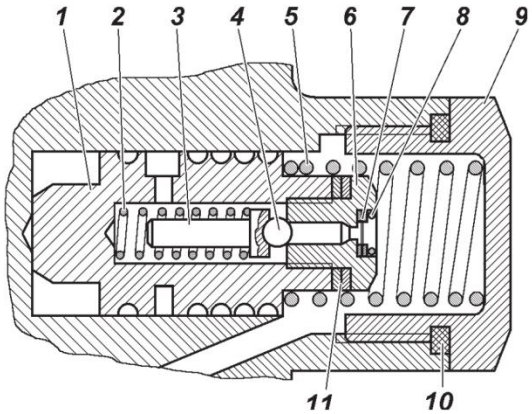

Abbildung 9.32. Steuer- und Sicherheitsventile der Pumpe:
1. Schrauben Sie den Verschlussstopfen 9 auf (Abbildung 9.32),der sich über der Austrittsöffnung der Pumpe befindet.